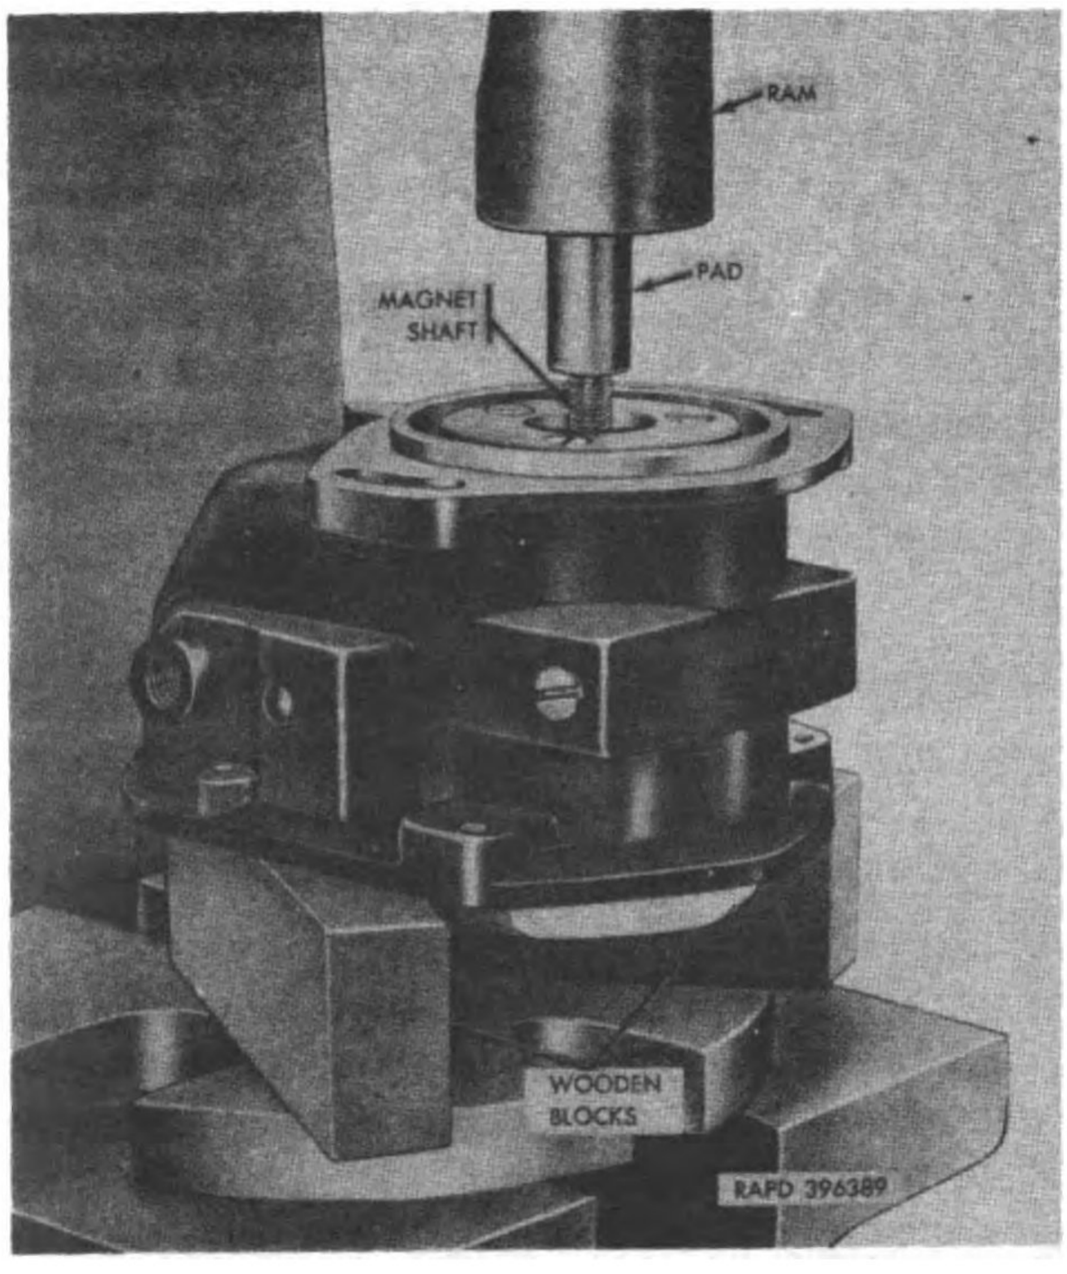

Figure 12. Pressing magnet from housing—types S4LN-32 and S6LN-32.
(1) Support the magneto housing assembly (G, fig. 7) in an arbor press on two wooden blocks (fig. 12).
(1) Support the magneto housing assembly (G, fig. 8) on two wooden blocks (fig. 12) in an arbor press.